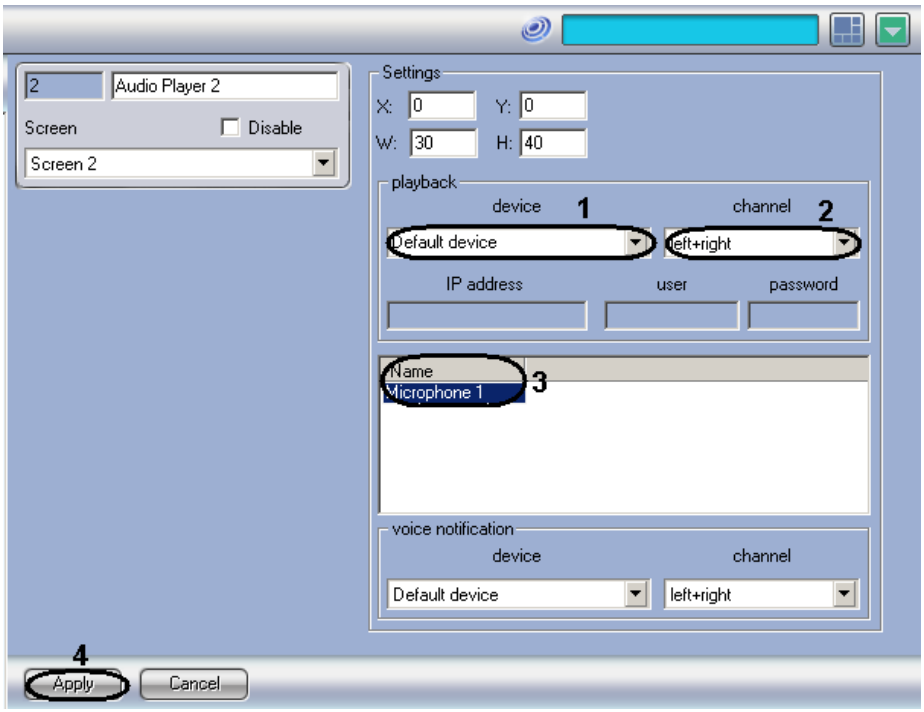

Figure 8.8-21. Setting up the recording and playback of audio signals from the microphones
1. Go to the settings panel of Audio player interface object (Figure 8.8-21).
2. From the dropdown list Device of Playback group select the required device of audio signals backup (Figure 8.8-21, 1).
3. From the dropdown list Channel of Playback group select the required channel of audio signals backup (Figure 8.8-21, 2).
4. Form the dropdown lit in the column Name select the name of Microphone object, which audio signals are suggested to be recorded/played back (Figure 8.8-21, 3).
6. Click Apply button to save all the changes (Figure 8.8-21, 4).